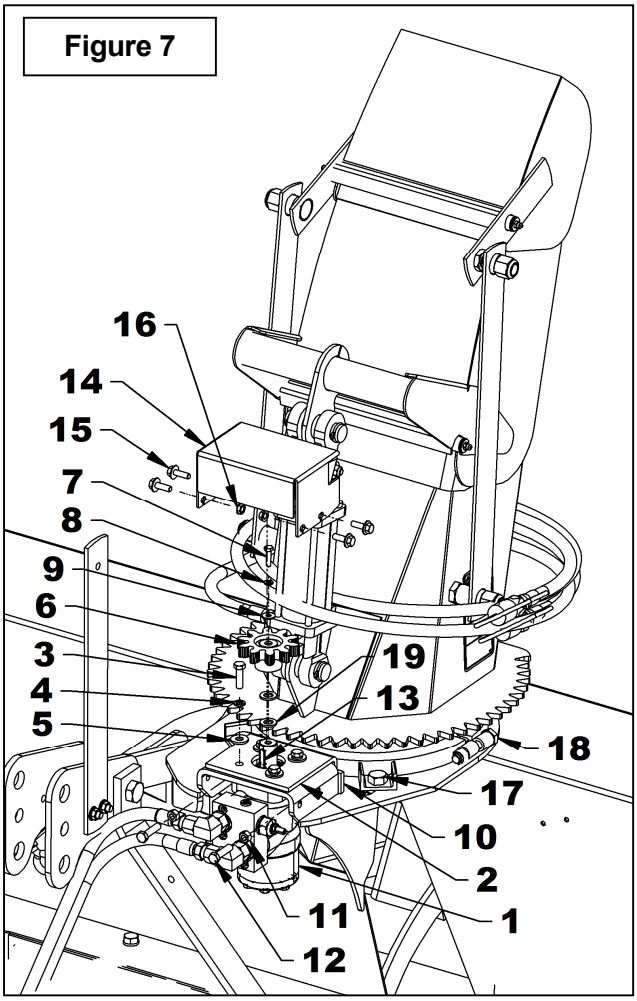

Figure 7
11. **Figure 7:** Install the motor (item 1) placing the anchor plate on top (item 2) as shown on figure. Attach with four 3/8"NC x 1 1/4" (item 3) hex. bolts, lockwashers and flat washers (items 4-5). Tighten manually.
12. **Figure 7:** Grease the inside of the motor gear (item 6) and install with the key, 1/4"NC x 1"lg bolt (item 7), 1/4" lockwasher and 1/4" flat washer (items 8-9) and the two 12mm flat washers (item 19). Tighten according to the ***"Torque Specification Table"*** at the end of the manual.
13. **Figure 7:** Insert the anchoring flat bar (item 10) between the anchor plate (item 2) and the motor support as shown on figure. Screw the 3/8"NC nuts (item 11) at maximum on the two 3/8"NC x 1 1/2" lg bolts (item 12). Install those two bolts (item 12) by screwing them in the anchoring flat bar (item 10).
14. **Figure 7**: Adjust the distance between the chute gear and the motor gear according to the following step:
- **A.** Slightly unscrew the two bolts (item 17) that hold the retaining plate.
- **B.** Screw the two nuts (item 18) simultaneously until the distance between the retaining plates and the chute base is leveled.
- **C.** Retighten the bolts (item 17) according to the ***"Torque Specification Table"***.
- **D.** Adjust the gears to a distance between 1/32" and 1/16" by screwing the two bolts (item 12). Secure with the nuts (item 11) moving them against the anchoring flat bar (item 10). Tighten the four bolts (item 3) at 30 lbs-ft (41 N-M).
15. **Figure 7:** Reinstall the gear and the cover (item 13) with four 5/16" x 1" bolts (item 14), 3/8" flat washers (item 15) on the outside and 5/16" serrated flange nuts (item 16) on the inside. Tighten according to the ***"Torque Specification Table"***.